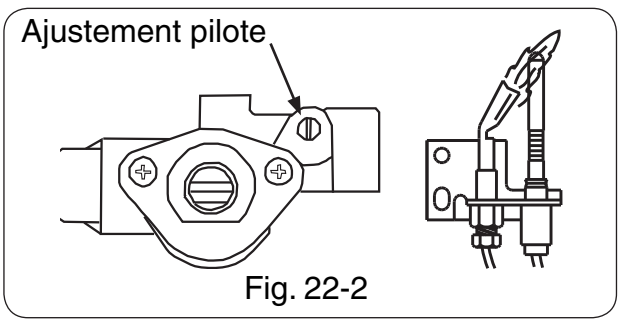

Fig. 22-2
1. Vérifiez que le pilote est allumé et en brûlant correctement (Fig. 22-2) puis le tour que le bouton de commande de brûleur dans le sens contraire des aiguilles d'une montre ↶ ainsi **ON** est au dessus. Ceci ouvre la valve et permet au gaz de couler dans le brûleur principal une fois que le commutateur "marche/arrêt" est mis EN MARCHE.
Le brûleur pilote est préréglé à l'usine et ne devrait normalement exiger aucun ajustement. Cependant, l'ajustement est nécessaire, les mesures suivantes devraient être prises : Avec le pilote le brûleur s'est allumé et le bouton de commande en position pilote, enlèvent soigneusement la vis de chapeau plac sur la soupape de commande(Fig. 22-2)